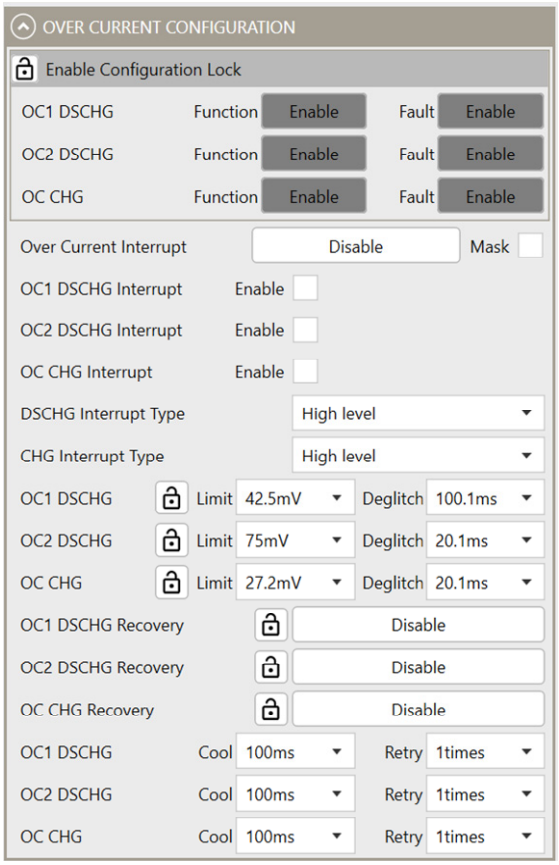

Figure 18: Over-Current Configurations
13. Configure the OC parameters (see Figure 18).